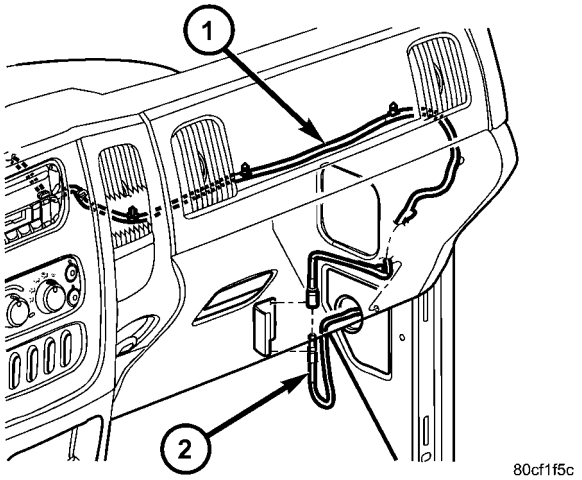

Fig. 5 INSTRUMENT PANEL ANTENNA CABLE
(7) Remove antenna cable from instrument panel by pulling on retaining fasteners (Fig. 5).